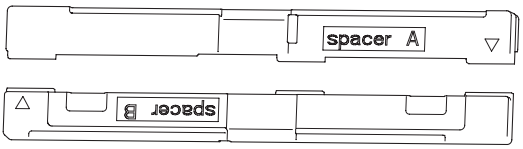

Fig. 2
1) Divisez l'entretoise en 2 parties au niveau de la partie connectée. (Fig. 2)